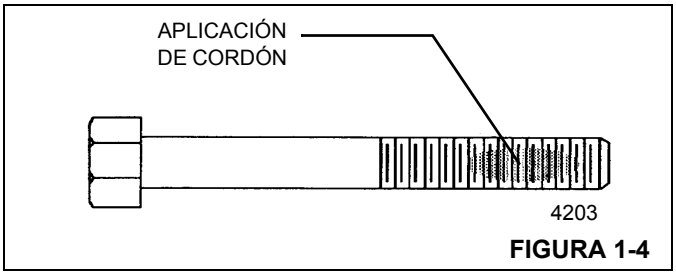

FIGURA 1-4
1. Aplique un cordón en sentido perpendicular a las roscas, de un ancho equivalente al de varias roscas, en la zona aproximada de engrane de las roscas (vea la Figura 1-4).
3. Después de haber aplicado la pasta y haber engranado las roscas adosadas, la fijación se producirá en menos de cinco (5) minutos, si se le aplicó imprimador antes del engrane. La fijación de las piezas puede tomar hasta 30 minutos si no se les aplica imprimador.